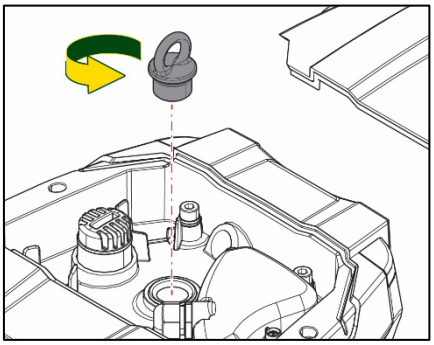

Fig. 22
2. Skruva loss lyftöglan inuti de övre utrymmet (fig. 22). Se till att det inte kommer in orenheter (flytande eller fasta) i motorn under momentet.